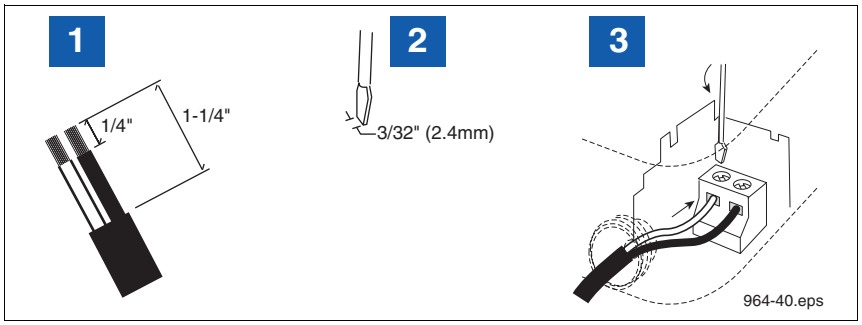

Figure 4. Connecting wiring to device terminal blocks
d. Strip back the cable jacket and wires as shown in Figure 4.
LEGEND FOR NUMBERED BOXES IN Figure 4
1. Connect the shield of the RS-485 cable to the ground lug. 2. Cord grip 3. RS-485 cable to Receiver 4. Power side 5. Intrinsically-safe side 6. NOTE: Attach one end of RS-485 cable to RS-485 terminals in the TLS RF and other end to RS-485 terminals in the Receiver. One twisted pair connects to terminals - and + (RS-485 signals) and the second twisted pair connects to terminals +15 and G (Receiver power).	6 (Cont'd.). You must connect each wire of each pair to the same terminals in the Receiver (e.g., white w/blue stripes to "-"and white w/blue stripes to "-"). (ref. Figure 21). NOTE: see Figure 4 for wire connection tips.NOTE: In sites with more than one TLS RF, the Receiver is only connected to the master TLS RF.